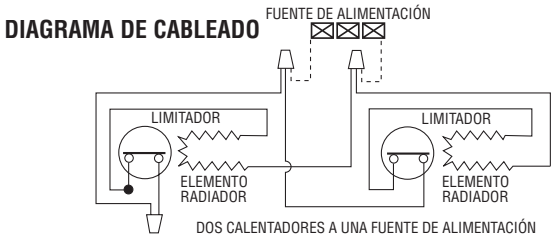

Figura 10. Conexiones del cableado a un calentador doble
6. Cablee los calentadores como se muestra en el Diagrama de Cableado, Figura 10.